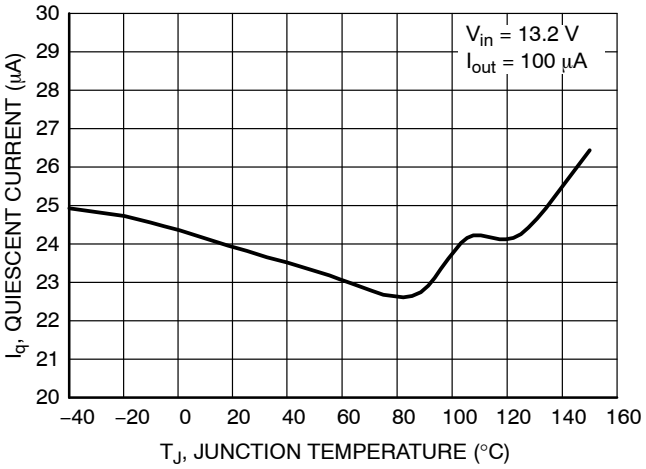
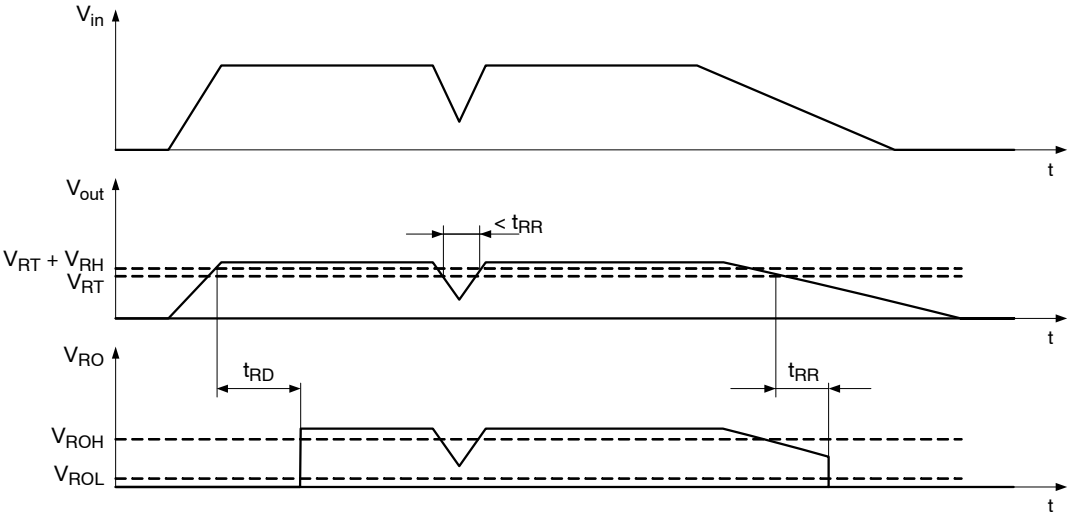

Figure 4. Quiescent Current vs. Temperature
Figure 33. Reset Function and Timing Diagram
The NCV8772 regulator is self−protected with internal thermal shutdown and internal current limit. Typical characteristics are shown in Figure 4 to Figure 33.
A reset signal is provided on the Reset Output (RO) pin to provide feedback to the microprocessor of an out of regulation condition. The timing diagram of reset function is shown in Figure 33. This is in the form of a logic signal on RO. Output voltage conditions below the RESET threshold cause RO to go low. The RO integrity is maintained down to V_{out} = 1.0 V. For 5 V voltage option, the Reset Output (RO) circuitry includes internal pull−up (30 kΩ) connected to the output (V_{out}) No external pull−up is necessary.